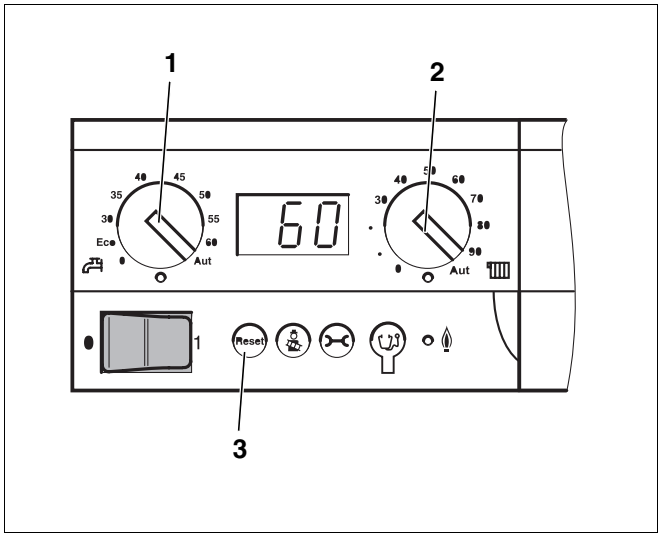

Rys. 18 Sterownik bazowy Logamatic BC10
Ponieważ palnik dostarczany jest w "stanie awarii", przed pierwszym uruchomieniem należy odkłócić palnik przyciskiem "Reset" (rys. 18, **poz. 3,** strona 20). Alternatywnie można użyć przycisku odkłócającego znajdującego się na automacie palnikowym SAFe 10 (patrz opis poniżej).
Ponieważ palnik dostarczany jest w "stanie awarii", przed pierwszym uruchomieniem należy odkłócić palnik przyciskiem "Reset" na sterowniku BC10 (rys. 18, **poz. 3**). Alternatywnie można użyć przycisku odkłócającego znajdującego się na automacie palnikowym (patrz opis poniżej).
- Ustawić pokrętła do nastawiania maksymalnej temperatury wody w kotle (rys. 18, **poz. 2**) i do nastawiania zadanej temperatury ciepłej wody (rys. 18, **poz. 1**) w położeniu "Aut".